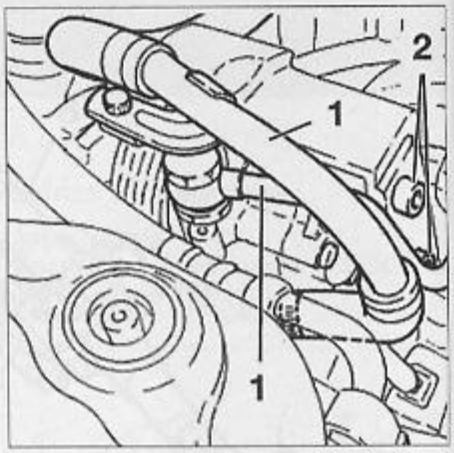

FIG. 8
• Déposer les durits (1) de la pompe de direction assistée **(Fig.8)**.